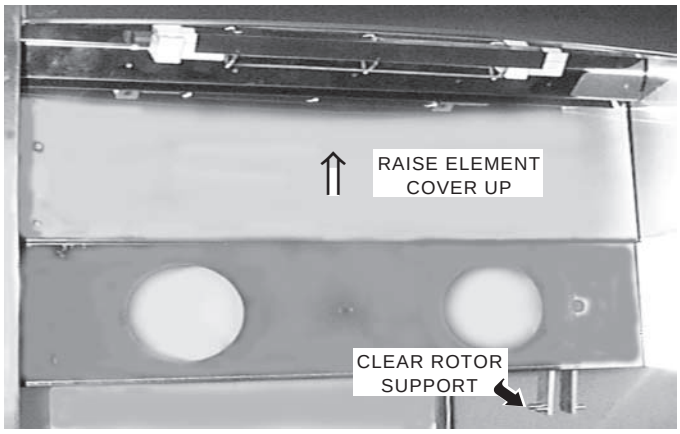

Fig. 63
4. Raise element cover up and swing toward front of oven to clear rotor support and rotor arm (Fig. 63). Continue to swing element cover to forwardmost position.